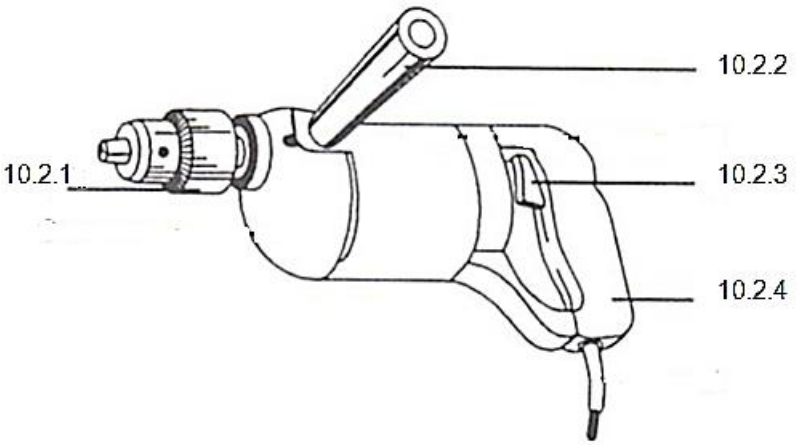

FIGURE 2 (4)
10.2 FIGURE 2 below shows a portable hand drilling machine. Label the parts by writing down the name of each next to the number (10.2.1–10.2.4) in the ANSWER BOOK.